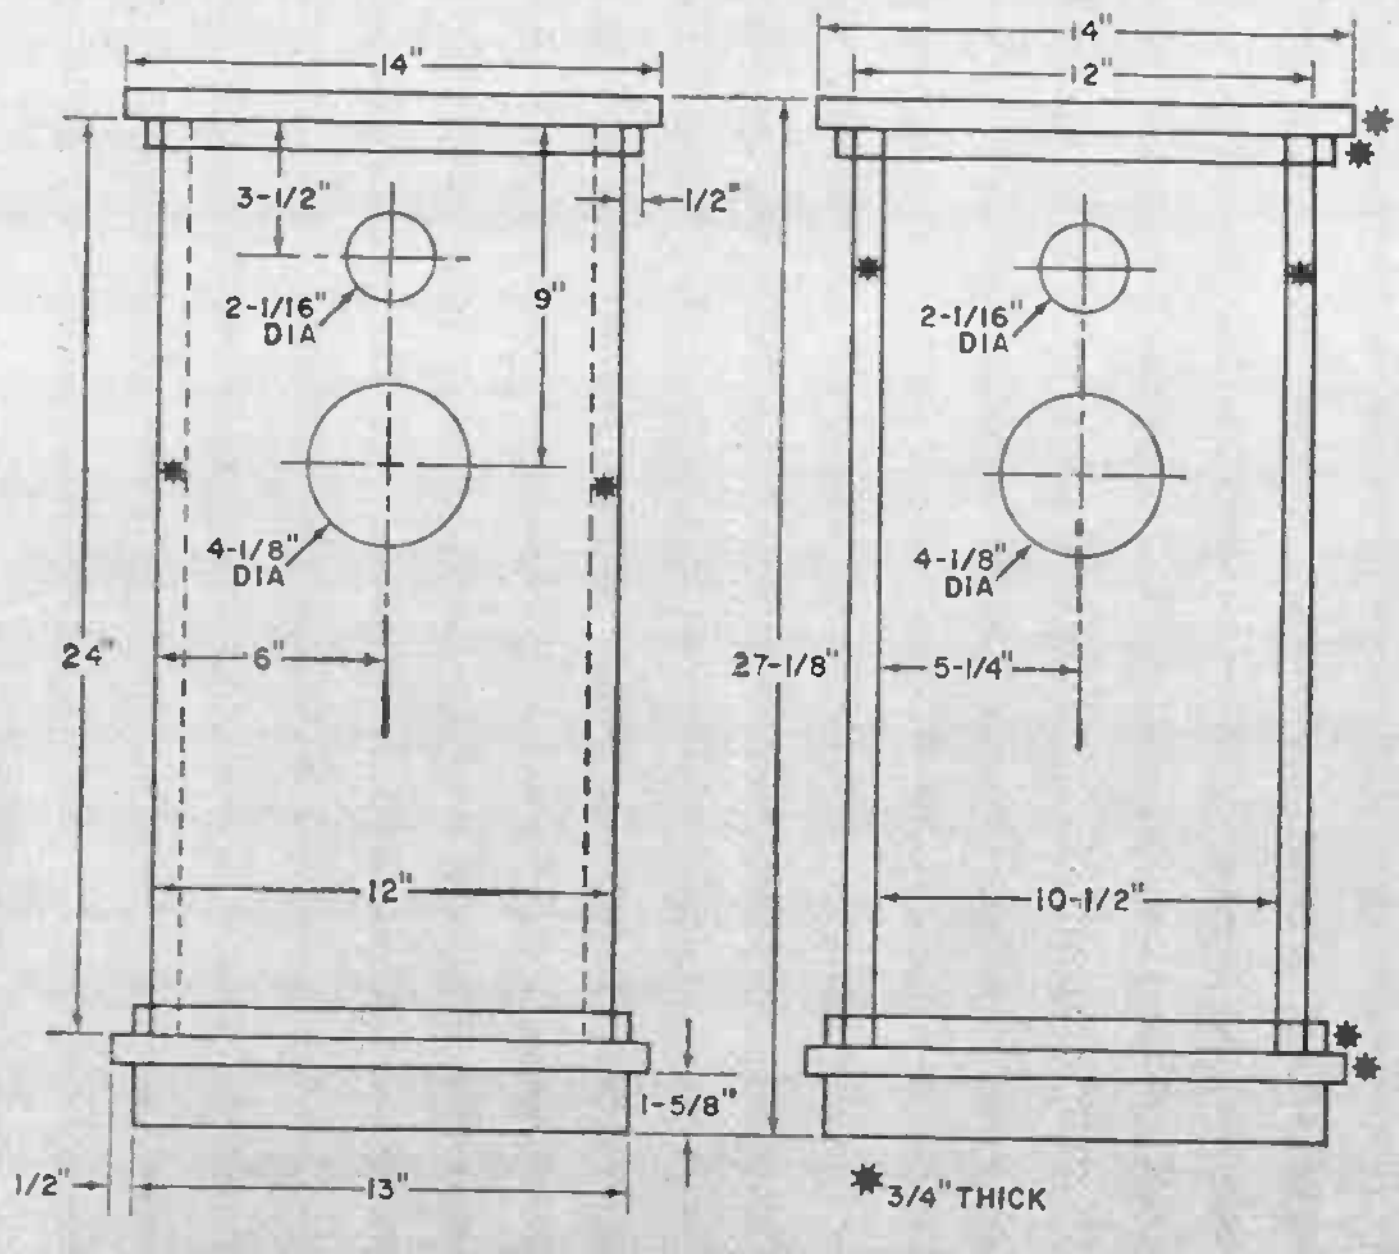
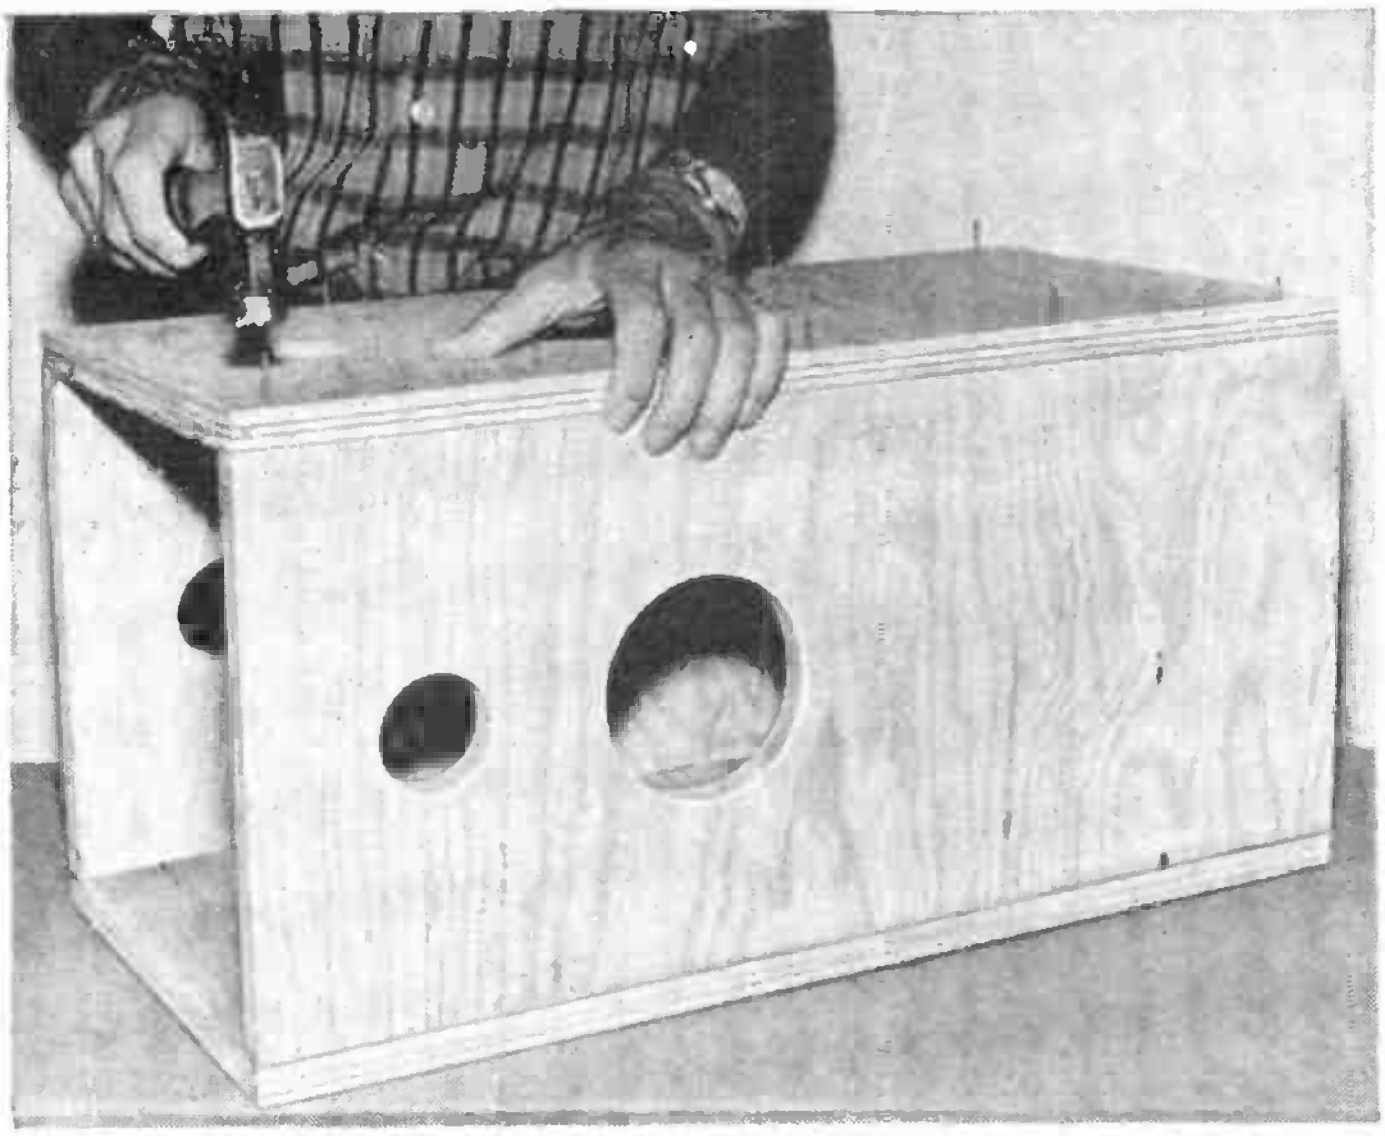

Fig. 1. While only front and one side are shown in drawings, opposite sides are identical in dimensions; ¾"-thick plywood is used for sides.
Fig. 2. Start construction of column by gluing and nailing together front, sides and rear. Note that speaker cutouts must all be in a common direction.
**Construction.** The enclosure can be built with common hand tools, though 45° miter cuts for the "foot" pieces and trim will improve the appearance. Cut out the parts to the dimensions shown in Fig. 1. In addition to the speaker cutouts, drill two guide holes for screws through each side piece about ⅜" from the top edge and 5" apart. Glue and nail together the sides to form the column as in Fig. 2. Then coat the exterior surfaces of the column with a flat black paint.